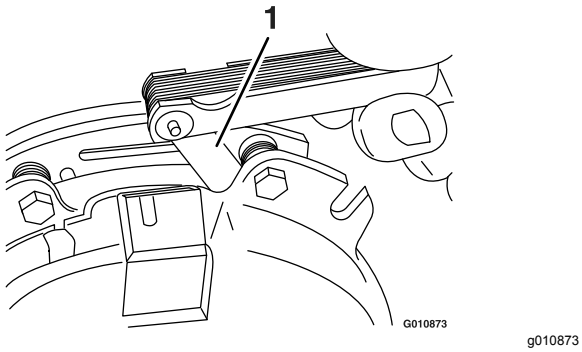

Figur 77
E. Använd ett 0,25 mm tjockt bladmått för att kontrollera att det finns ett mellanrum mellan rotorn och ankarets framsida på båda sidor om bromsstången enligt Figur 76 och Figur 77.